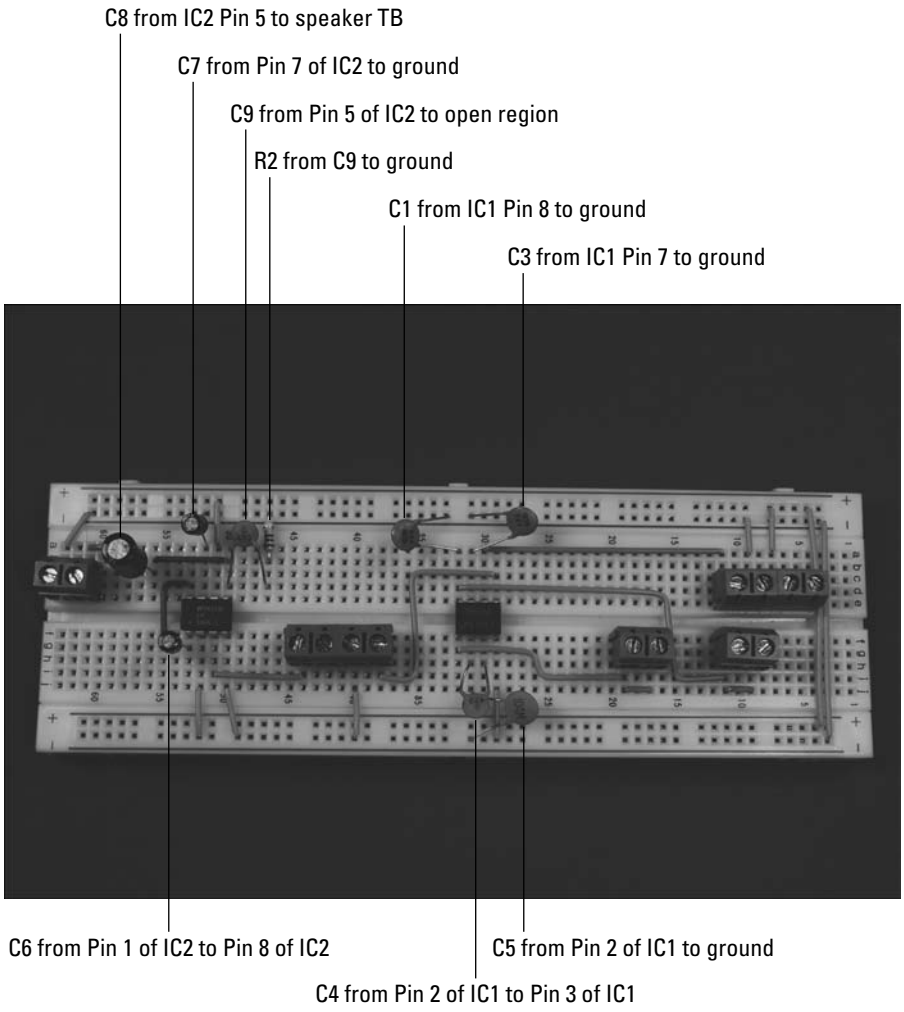

Figure 8-9: Insert resistors and capacitors on the breadboard.
5. **Insert two 0.047 microfarad capacitors (C4 and C9), two 10 microfarad capacitors (C6 and C7), one 100 microfarad capacitor (C8), two 0.001 microfarad capacitors (C1 and C3), one 0.1 microfarad capacitor (C5), and one 10 ohm resistor (R2) on the breadboard, as shown in Figure 8-9.**